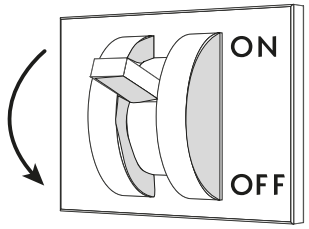

Fig. 20
- Retirar a tensão elétrica ao balcão através do interruptor secionador geral colocado na parede ("Fig. 20").